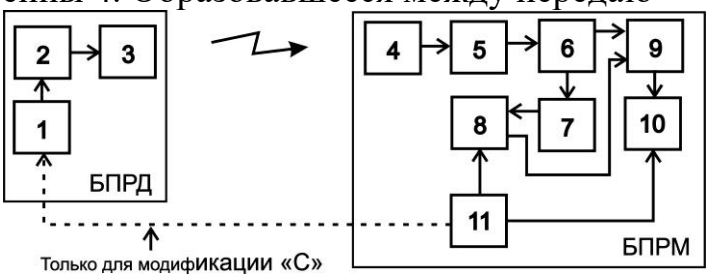

Рис. 6.5
6.2.1 Управляемый генератор 1 (см. рис. 6.5) вырабатывает импульсную последовательность определенной скважности. Под действием импульсов с генератора 1, модулятор 2 формирует последовательность СВЧ-радиоимпульсов, которые поступают на передающую антенну 3. Передающая антенна 3 излучает СВЧ-радиоимпульсы в направлении приемной антенны 4. Образовавшееся между передающей 3 и приемной 4 антеннами электромагнитное поле является источником полезных сигналов для обнаружения объектов, пересекающих данное электромагнитное поле. С выхода приемной антенны СВЧ-радиоимпульсы поступают на вход, детектора 5 и далее на усилитель 6 с первого выхода которого сигнал поступает на вход компаратора 7, информирующего узел управления 8 о наличии на выходе усилителя 6 импульсов. Под управлением элемента 11, ключ 9 пропускает импульсы в узел принятия решений 10, который управляет выходным оптореле. В модификации «С» генератор 1 синхронизируется по выделенным проводам под управлением элемента 11.